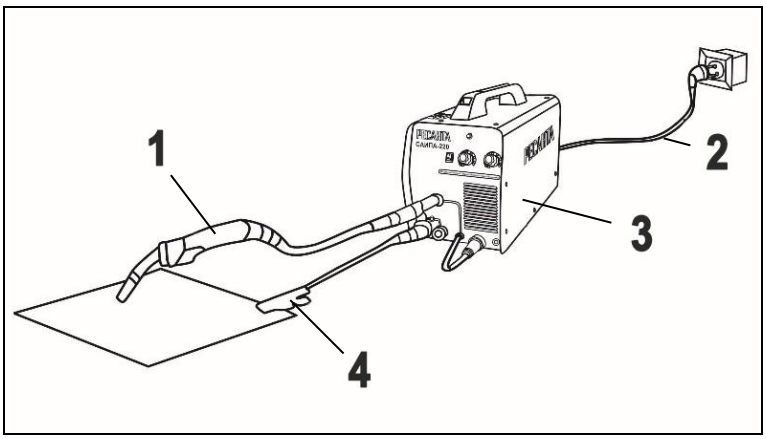

Рис. 2. Схема подключения оборудования
- После зажигания дуги старайтесь сохранять расстояние между рабочей поверхностью (Вашей деталью) и электродом приблизительно равное диаметру самого электрода примерно 3 – 5 мм. Необходимо соблюдать это расстояние постоянно во время сварки. Угол наклона электрода от вертикальной оси должен быть от 20° до 30° (Рис 5 (рис.2)).